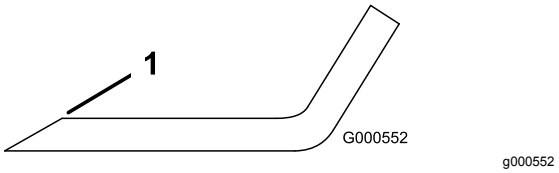

**Figuur 117**
1. Gebruik een vijl om de snijranden aan beide uiteinden van het mes te slijpen (Figuur 117).
**Opmerking:** Als het mes niet in balans is, moet u wat metaal afvijlen van het uiteinde van de vleugel (Figuur 117).